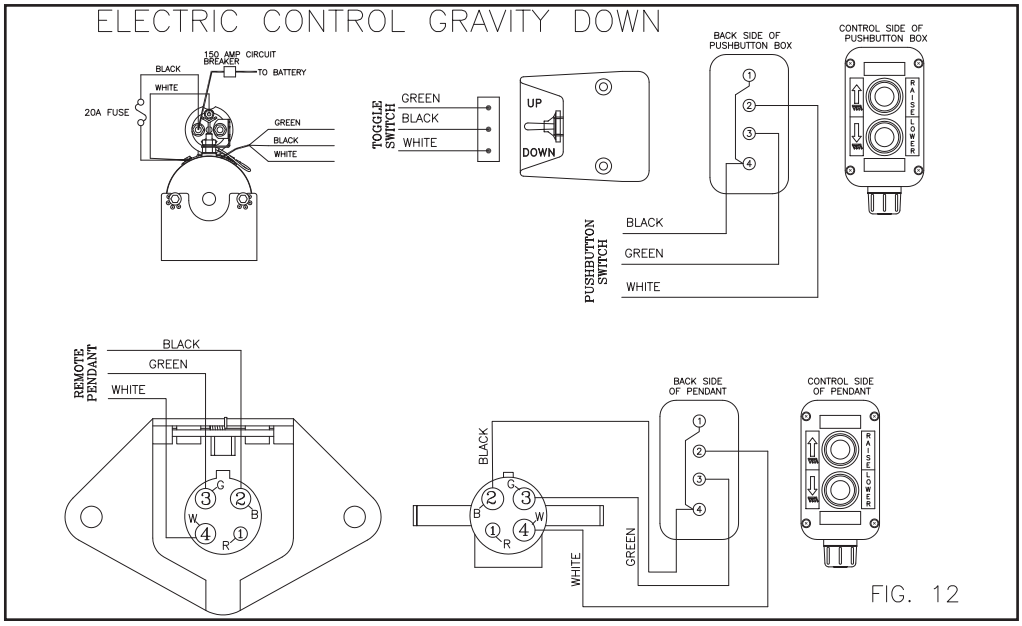

FIG. 12
Step 12 Bolt the power unit to the trunnion mounting bracket using the .38" hardware provided. The eight internal tooth lockwashers are to be located so they are in contact with the pump bracket and the trunnion pump mounting bracket. Route control cord and mount the control (toggle, push button, or remote pendant) in a convenient location on the curb side. Use clips provided to support control cord every 18 inches. See figures 12 and 13 for wiring diagrams.